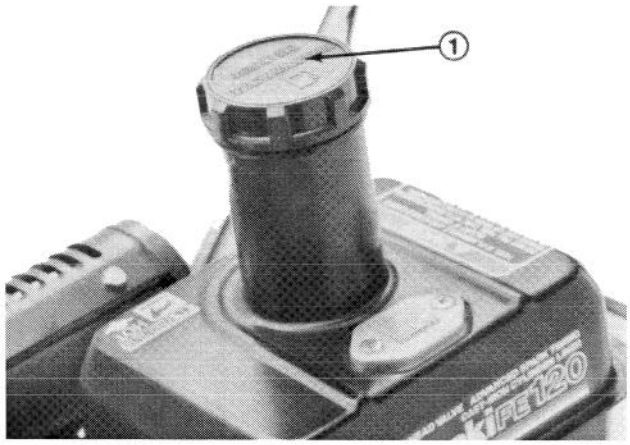

Fig. 2
1. Clean around the fuel tank cap and remove the cap from tank (Fig. 2). Using unleaded gasoline, fill the fuel tank no higher than to the bottom of the filter screen. DO NOT OVER FILL.